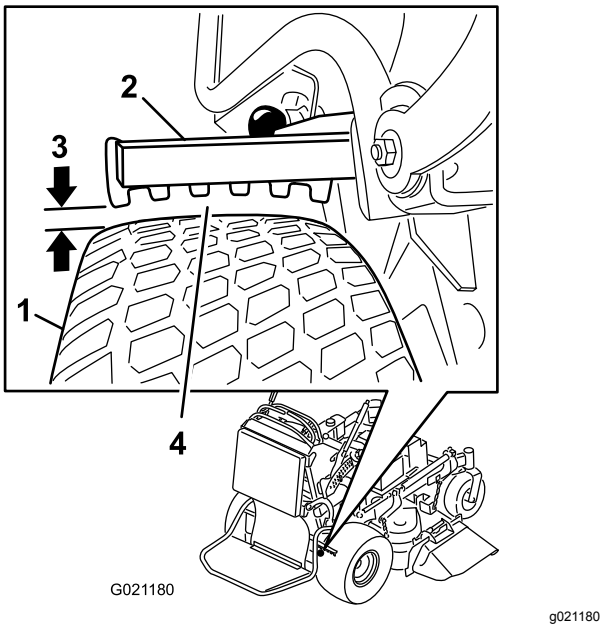

Figur 62
6. Använd sidan med det minsta avståndet och säkerställ att avståndet är 3 till 6 mm som i Figur 62. Om justering krävs, se Justera bromsarna (sida 47).
5. Justera oket (Figur 62).